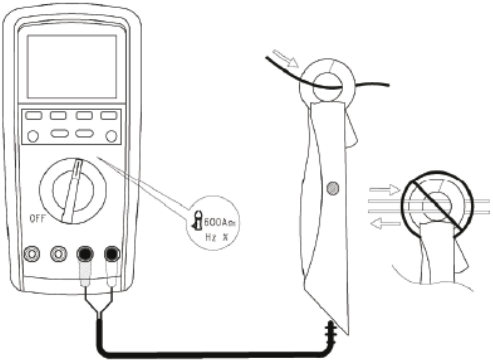

Рис. 11 Измерение силы тока при помощи токового датчика
7.10 Измерение силы тока при помощи токового датчика (токовый датчик не входит в комплект) (см. рис. 11)